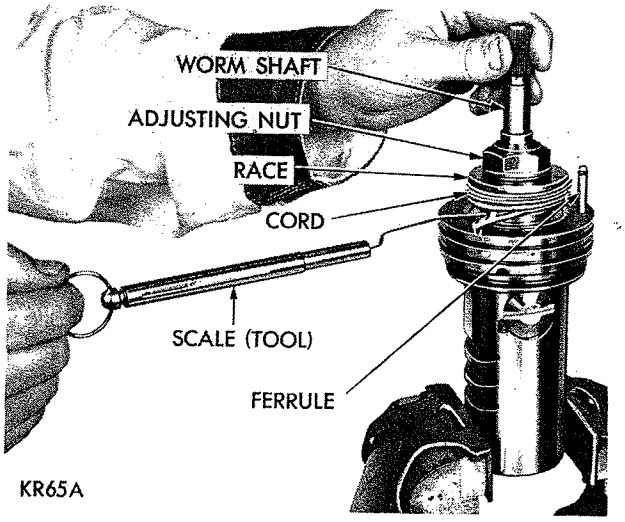

*Fig. 20—Checking Center Bearing Pre-Load*
(35) Loosen adjusting nut. Place several rounds of cord around center bearing race (Fig. 20). Make a loop in one end of cord and hook loop of a distributor breaker arm spring scale Tool MUT-36 in cord loop. Pulling cord will cause bearing race to rotate. Retighten worm bearing adjusting nut while pulling on cord with scale. When adjusting nut is tightened properly, reading on the scale should be 16 to 24 ounces (20 ounces preferred while the race is turning).
(36) Stake upper part of wormshaft adjusting nut into knurled area of shaft.